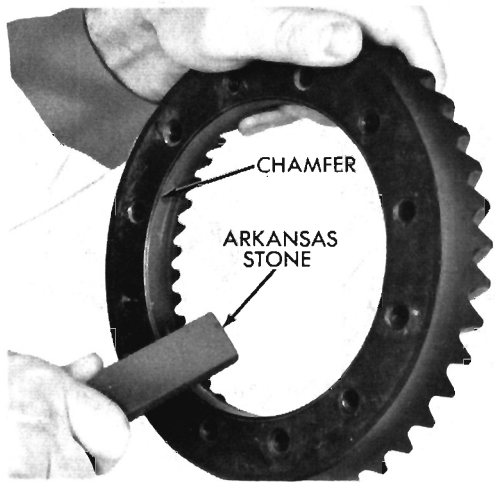

Fig. 24—Stoning Chamfer of Ring Gear
(1) Install thrust washers on differential side gears and position gears in case.
(2) Place thrust washers on both differential pinions and through large window of differential case, mesh the pinion gears with the side gears, having pinions exactly 180 degrees opposite each other.
(3) Rotate side gears 90 degrees to align pinions and thrust washers with differential pinion shaft holes in case.
(4) From pinion shaft lock pin hole side of case, insert slotted end of pinion shaft through case, and the conical thrust washer, and just through one of the pinion gears.
(5) Install thrust block through side gear hub, so that slot is centered between the side gears.
(6) While keeping all of these parts in proper alignment, push pinion shaft into case until locking pin hole in pinion shaft is in exact alignment with its respective hole in case. Install pinion shaft lock pin through hole in case from pinion shaft side of drive gear flange. **The contacting surfaces of the drive gear and differential case flange must be clean and free of all burrs.**
(7) Using an Arkansas stone, relieve the sharp edge of the chamfer on the inside diameter of the ring gear (Fig. 24). **This is very important otherwise during the installation of ring gear on differential case, the sharp edge will remove metal from the pilot diameter of case and can get imbedded between differential case flange and gear; causing gear not to seat properly.**
(8) Position drive gear on differential case pilot, aligning threaded holes of drive gear with those in differential case flange.
(9) Insert drive gear screws (LEFT HAND THREADS) through case flange and into drive gear. After all cap screws are properly started, tap drive gear against differential case flange with a non-metallic mallet.
(10) Position unit between brass jaws of a vise and
(2) Place front pinion bearing cone over main screw of tool followed by compression sleeve SP-535, centralizing washer SP-534, and main screw nut SP-533. Hold compression sleeve with the companion flange holding Tool C-3281 and tighten nut (Fig. 24) allowing tool to rotate as nut is being tightened in order not to brinnel bearing cone or cups. **Do not remove tool after installing cups.**